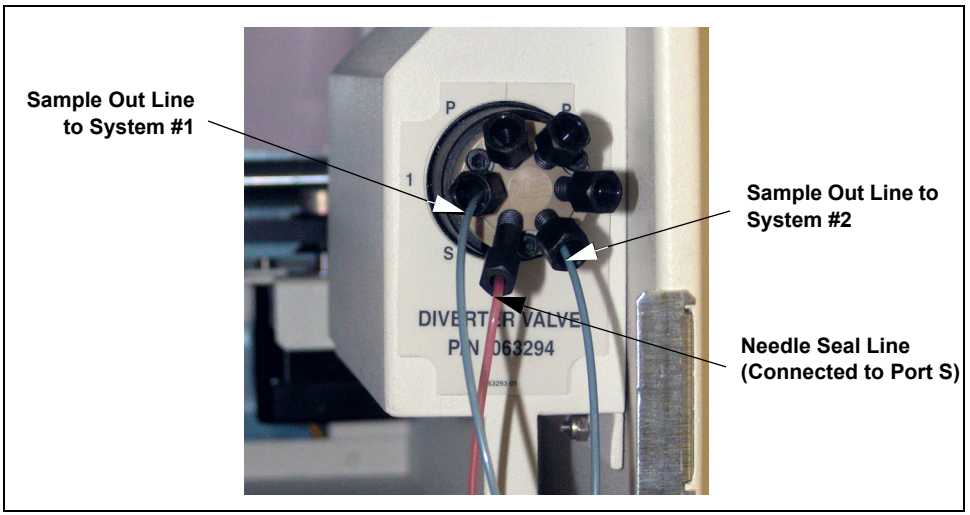

Figure B-34. Diverter Valve Plumbing Connections
1. Connect the pink needle seal tubing from the AS inject port to port S on the diverter valve (see Figure B-34).